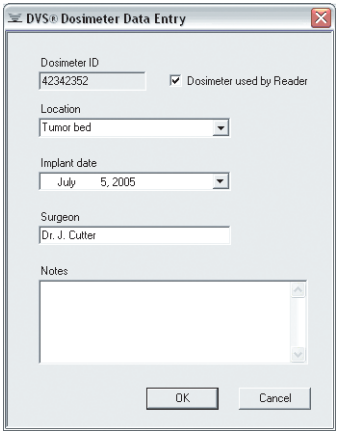

Figure 35 — Dosimeter Data Entry
3. When completed, click **OK**. The **Dosimeter Data Entry** dialog box appears (Figure 35).
2. Click **Edit Dosimeter**. The **Dosimeter Data Entry** dialog box appears (Figure 35).